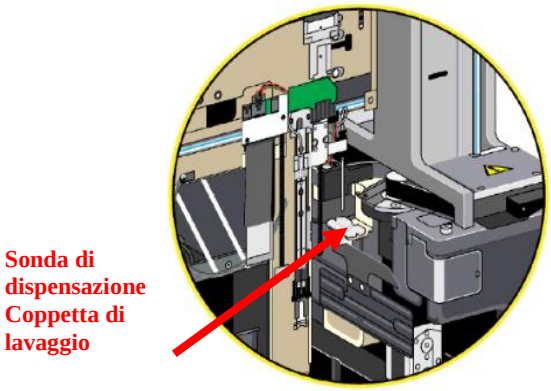

Figura 1 – Coppetta di lavaggio della coppetta sonda di dispensazione
7. Individuare la coppetta di lavaggio della sonda di dispensazione (vedere Figura 1 di seguito).